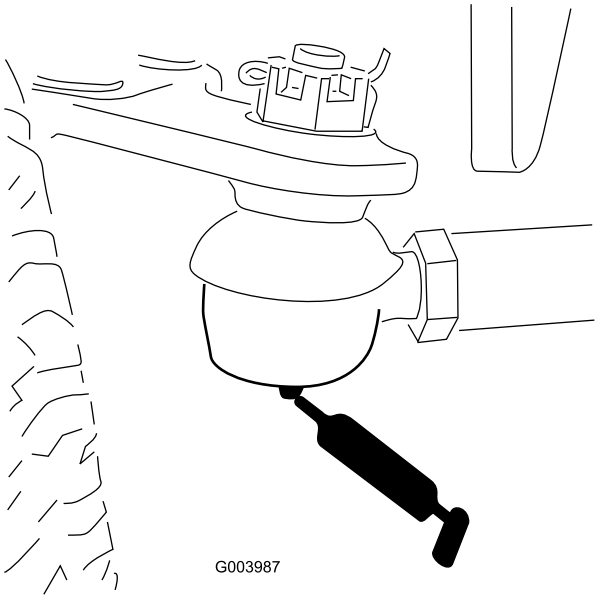

Figur 45
- Bakaxelns dragstång (2) (Figur 45)